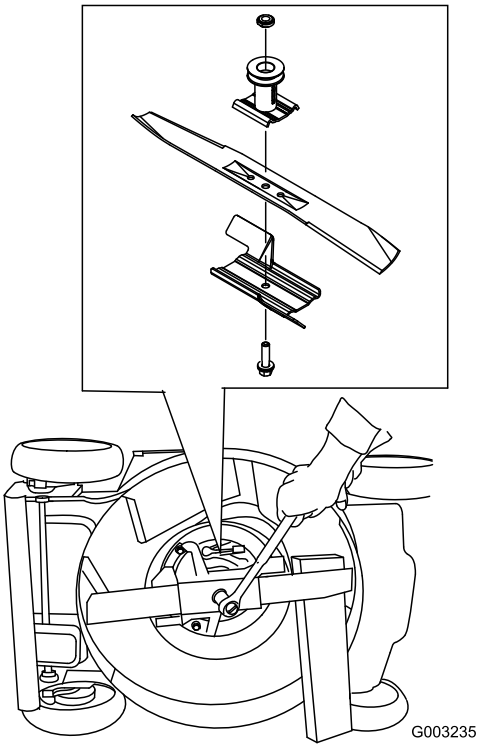

Figur 41
3. Bruk en treblokk til å holde kniven fast (Figur 41).